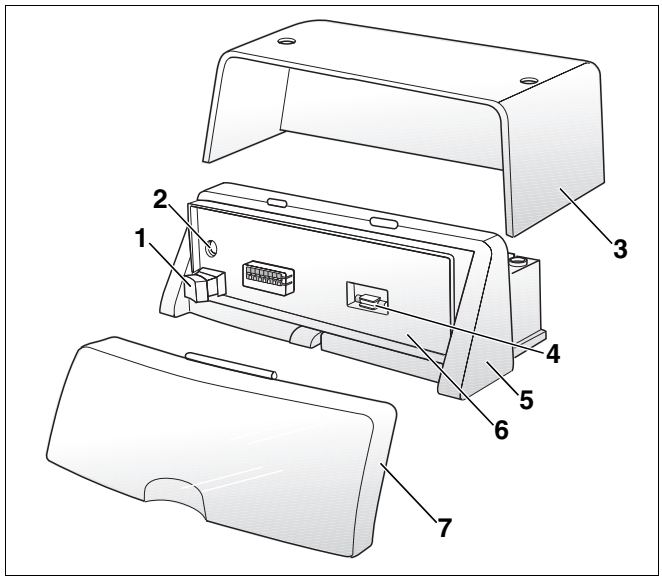

Rys. 1 Sterownik Logamatic MC10
– Sterownik (rys. 1, **poz. 5**)
– Włącznik główny (rys. 1, **poz. 1**)
– Bezpiecznik instalacji grzewczej znajdujący się za osłoną (rys. 1, **poz. 2**).
– Bezpiecznik zapasowy na wymianę (rys. 1, **poz. 4**).
– Przezroczysta osłona (rys. 1, **poz. 7**)
– Pokrywa (rys. 1, **poz. 3**)
- Otworzyć przezroczystą pokrywę (rys. 1, **poz. 6**, strona 5).